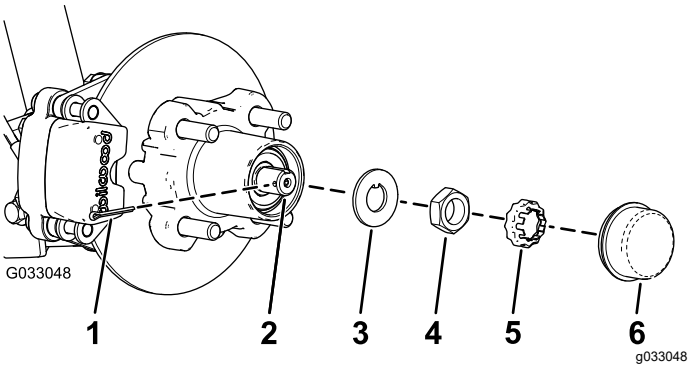
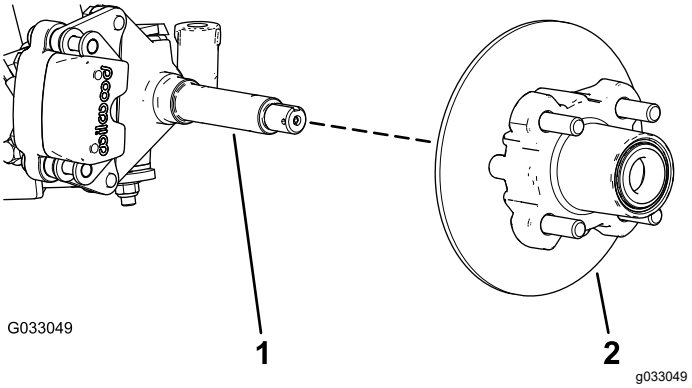

Figura 28
Figura 29
4. Retire el tapón guardapolvo del cubo (Figura 28).
5. Retire la chaveta y el retén del eje/tuerca del eje (Figura 28).
6. Retire la tuerca del eje y separe el conjunto de cubo y rotor del eje (Figura 28 y Figura 29).